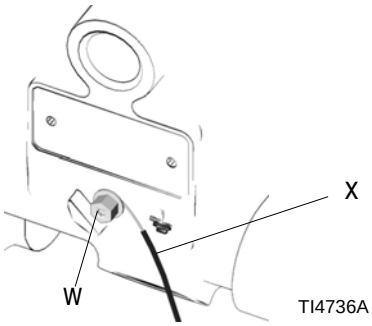

FIG. 1 : Branchement du fil de terre
- *Pompe :* Raccorder un fil de terre et un collier comme indiqué dans la FIG. 1. Desserrer la vis de mise à la terre (W). Introduire une extrémité d'un fil de terre de 1,5 mm² (12 AWG) ou plus épais derrière la vis de terre et bien la serrer. Brancher le clamp à l'extrémité du fil de terre sur une véritable prise de terre.